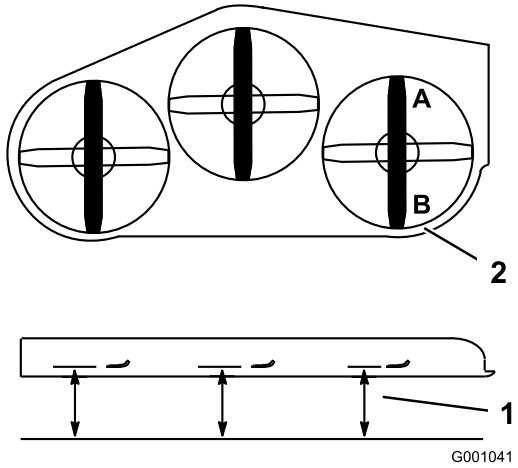

**Figur 82**
1. Plasser den høyre kniven på langs (Figur 82).
2. Mål den høyre kniven ved **A** fra en plan overflate til kniveggen på knivtuppen (Figur 82).
4. Mål den høyre kniven ved **B** fra en plan overflate til kniveggen på knivtuppene (Figur 82).
6. Kniven skal være 6–10 mm lavere ved plassering**A** enn ved plassering **B** (Figur 82). Dersom defleksjonen ikke er korrekt, gå til følgende trinn.